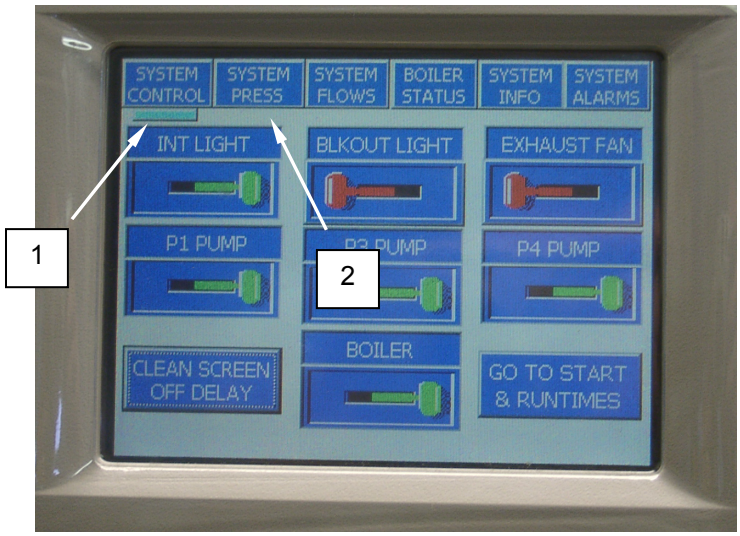

Figure 16. Selecting the System Flows Display.
1. When the PLC is powered up, the System Control display **(Figure 16, Item 1)** is presented. If a SYSTEM FLOWS function is desired, touch the SYSTEM FLOWS tab **(Figure 16, Item 2)** to access the screen. An indicator bar or highlight will indicate that the SYSTEM FLOWS screen is presented.